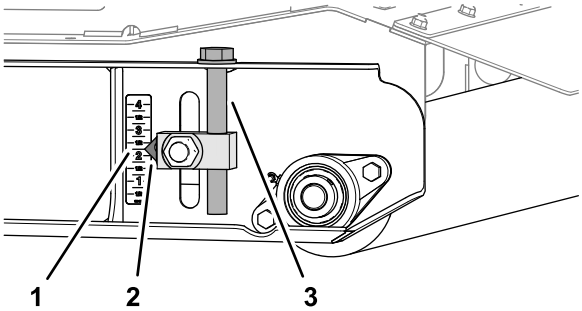

Rysunek 83
5. Przy tylnej rolce podnieś lewy i prawy element regulacji wysokości cięcia do oznaczenia 57 mm na etykiecie (Rysunek 83).